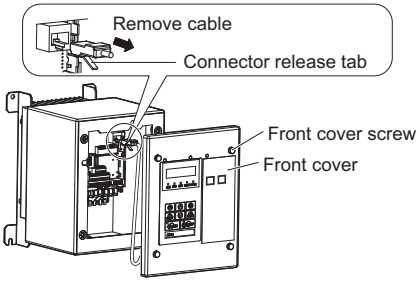

Figure 10 Removing the LED Operator Cable
1. Insert the LED operator cable into the correct port on the drive. Refer to the ***Figure 10***.